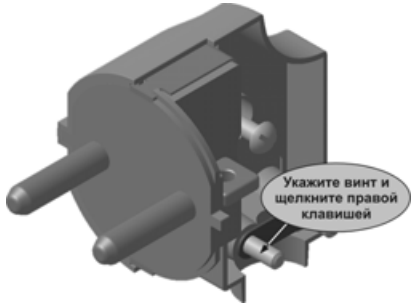

Рис. 7.70
- В окне модели укажите мышью любой из винтов, например, левый. Затем щелкните на нем же правой кнопкой (рис. 7.70).